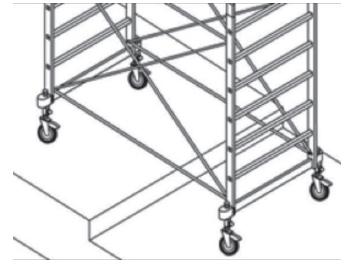

Fig. 4
4. Introducir el tubo con la rueda en la mandíbula (fig. 4);